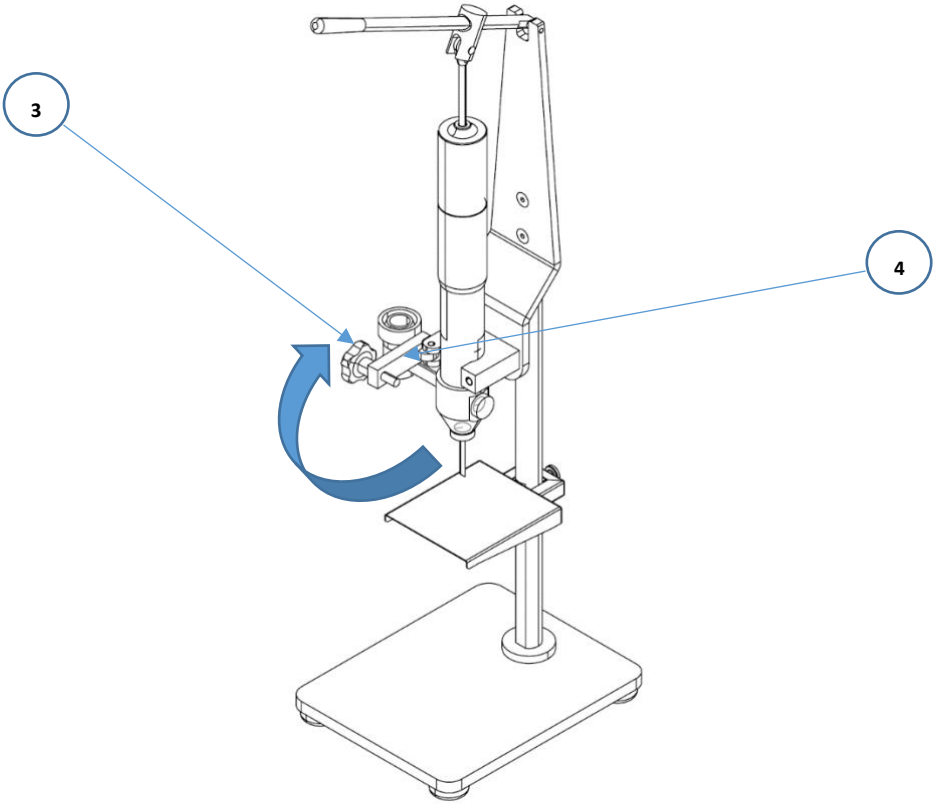

Fig. 13
1. Отвинтить ручку (3) и повернуть упор (4), рис. 13;